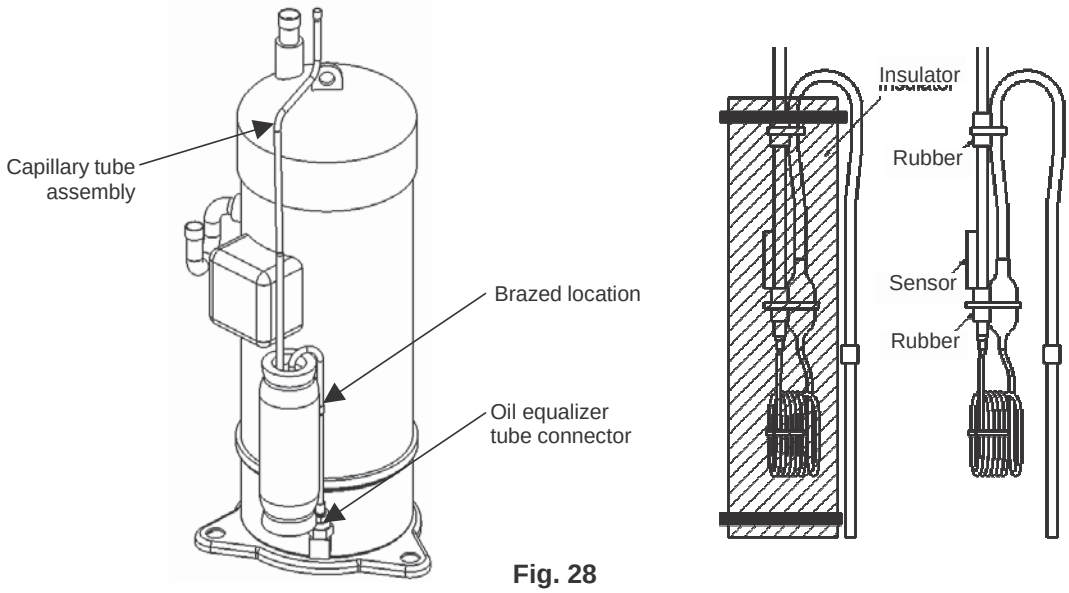

Fig. 28
(1) Remove the capillary tube assembly from the removed compressor at the brazed location shown in the figure 28. At this time, remove the thermal insulation and sensor before disconnecting the tube.
- **Be sure to securely re-install the thermal insulation and clamps for the capillary tube assembly in their original conditions, as shown in Fig 28.**
(15) Follow the instructions in " 7. Evacuating System " and apply vacuum to the outdoor unit where the compressor was replaced.